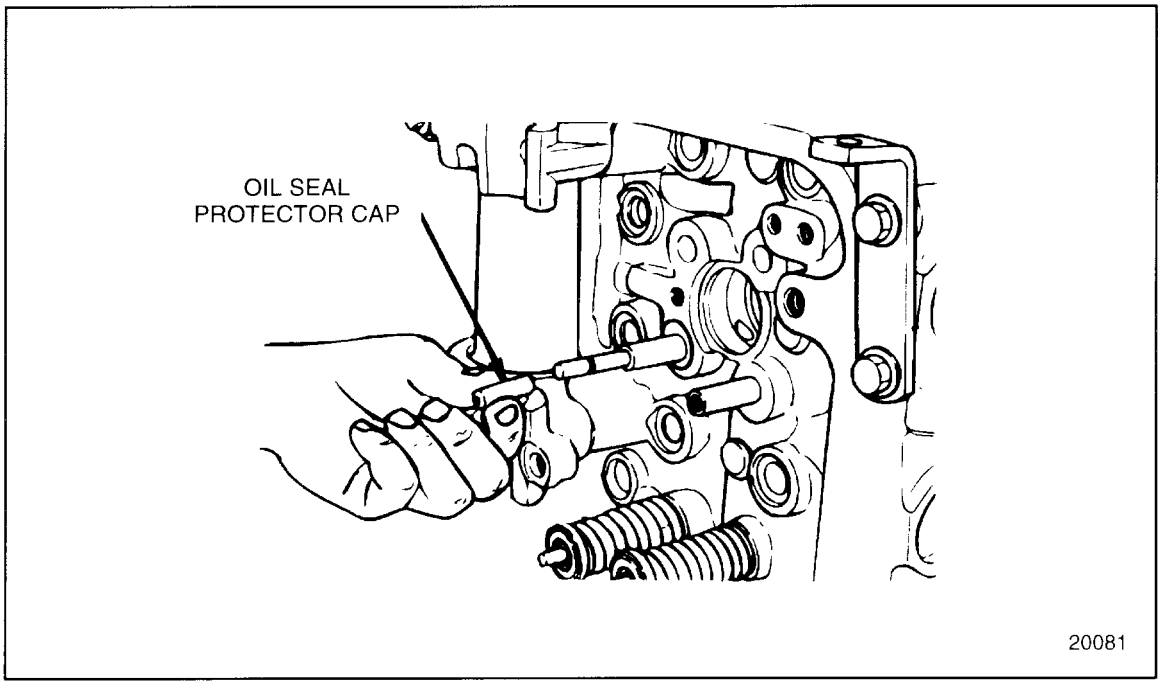

Figure 1-92 Oil Seal Protection Cap Installation
4. Install the cap over the valve stem. See Figure 1-92.